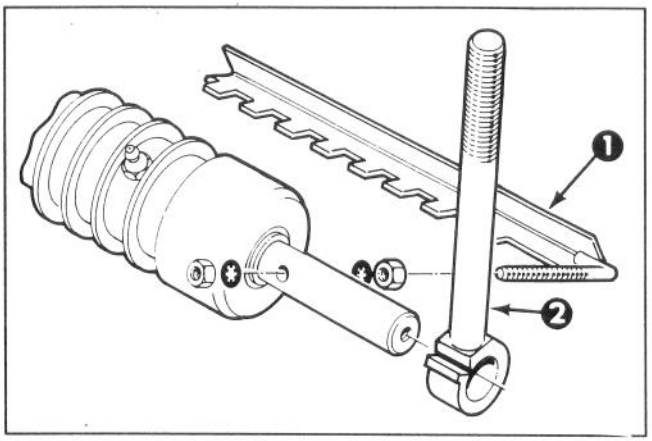

Figure 2
3. Loosely mount scraper assembly to the roller with (4) lockwashers and nuts (Fig. 2).
4. Slide roller adjusting screws onto roller shaft (Fig. 2).